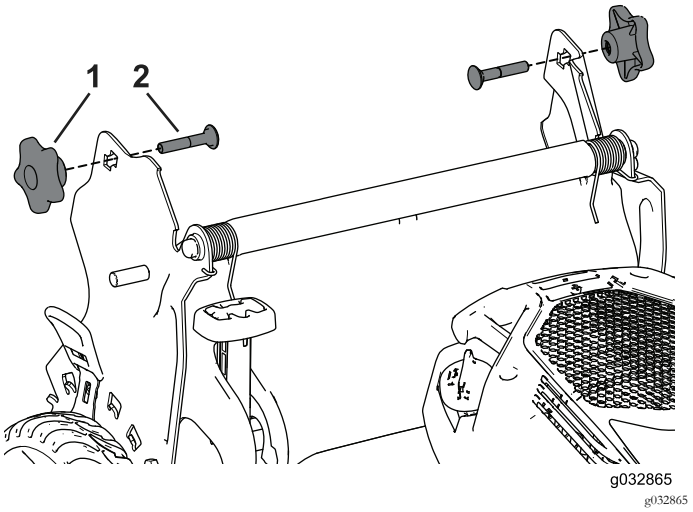

Figuur 6
2. Verwijder en bewaar de 2 handgreepknoppen en 2 slotbouten van de handgreepbeugels (Figuur 6).